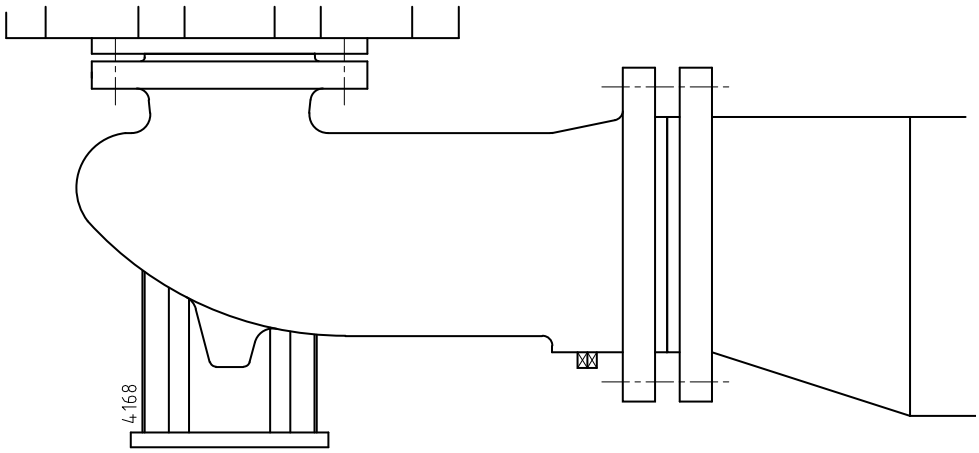

*Figuur 6: Excentrisch verloopstuk naar de zuigflens.*
- Wanneer de zuigleiding een grotere doorlaat heeft dan de zuigaansluiting van de pomp, moet een excentrisch verloopstuk worden toegepast, zodat er geen luchtzak en wervelingen kunnen ontstaan. Zie figuur 6